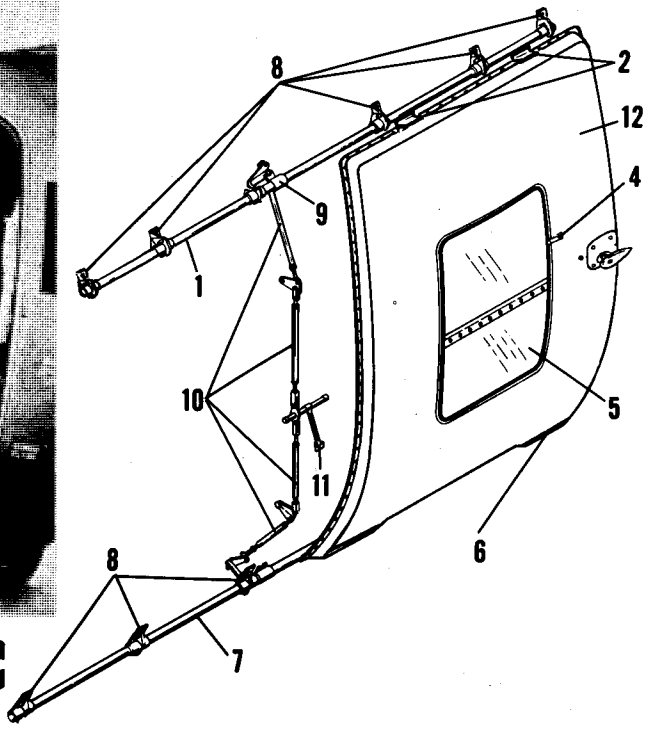

Figure 2-32. Cabin Door
2-176. DESCRIPTION. (See figure 2-32.) The cabin door is located in the middle of the left side of the fuselage. The door used on the YH-21 and H-21A helicopters is oval at the top and flat on the bottom. The cabin door of the H-21B and H-21C helicopters is rectangular in shape. The rescue door for all H-21 helicopters is oval-shaped and is located just behind the cockpit enclosure on the right side of the helicopter. The doors are attached to reinforced slotted tubular tracks by roller assemblies which permit easy opening and closing. Emergency exit panels of transparent plastic are installed in each door. These panels may be kicked out for quick exit or removed from outside the helicopter by pulling the tab (4) and removing the rubber packing from around the panel. A spring clip on each door stop will hold the door open.